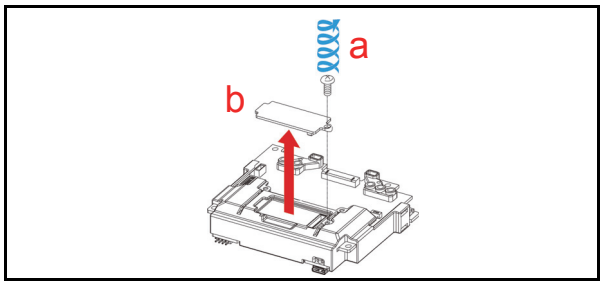

Figure 4-14 Extension Memory Board Removal
2. Remove the single (1) mounting Screw (See Figure 4-14 a) and remove the Optional Extension Memory Board if installed (See Figure 4-14 b) from the assembled Extension Memory Board.